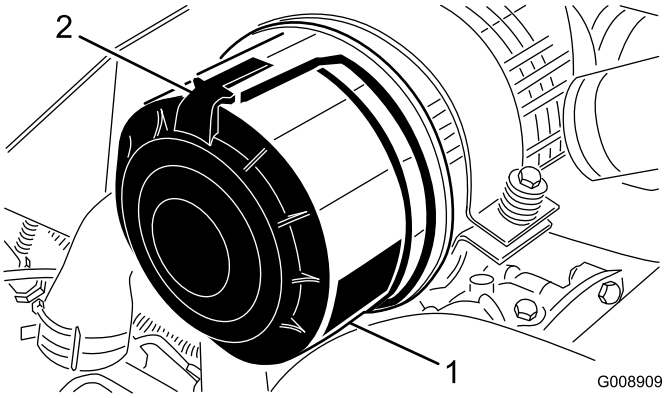

Figur 45
1. Lossa spärrhakarna som håller fast luftrenarkåpan på luftrenarhuset (Figur 45).